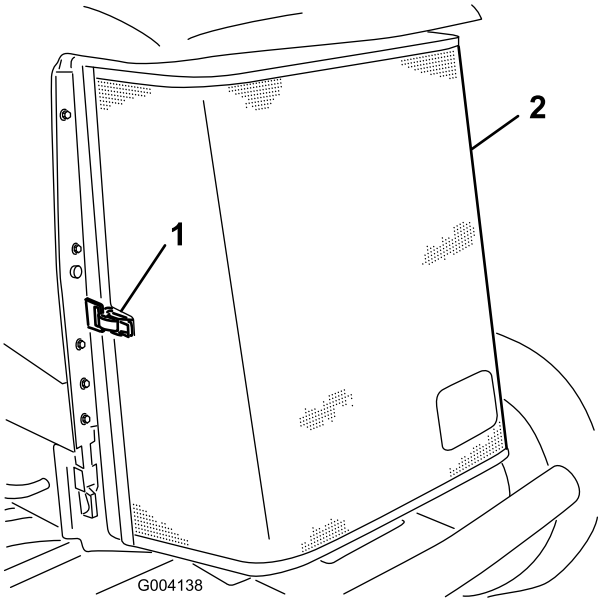

Figur 50
3. Lås opp klemmen og sving bakre skjerm åpen (Figur 50).